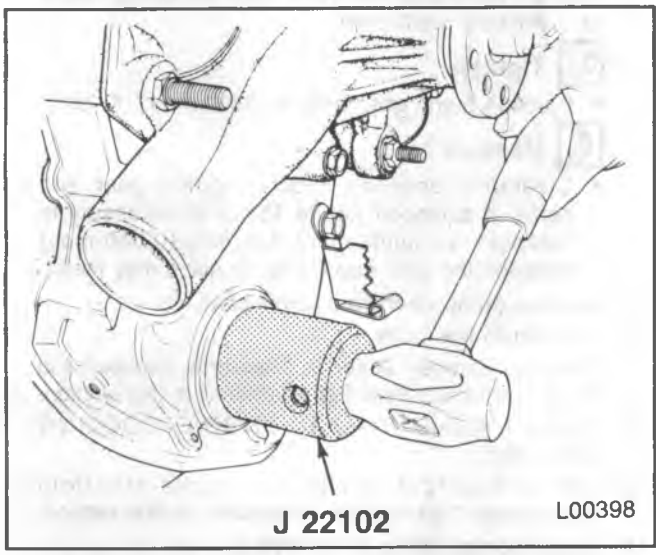

Figure 14—Installing the Front Crankshaft Seal
Install or Connect (Figure 14)
1. New front crankshaft seal. Use J 22102 (figure 14). Lubricate the seal lips with engine oil.
Install or Connect (Figures 14, 15 and 16)
1. New front crankshaft seal to the front cover. Use J 220102 (figure 14).